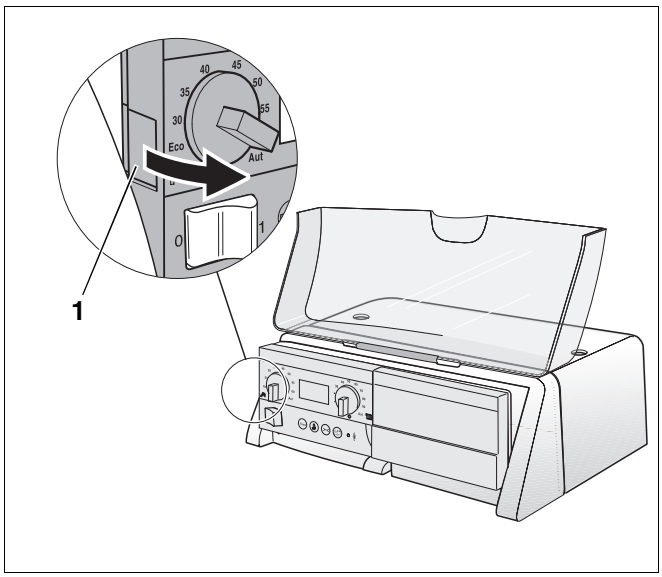

Abb. 2 Basiscontroller demontieren
- Entriegelungslasche (Abb. 2, **Pos. 1**) am Basiscontroller drücken.